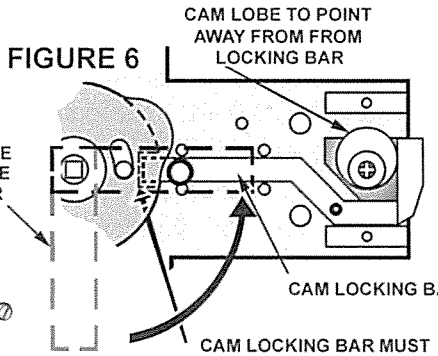

FIGURE 6
15. At this point check the operation of the Cam Locking Bar. Ensure when the outside Lever Handle is moved upwards to the horizontal position, the Cam Locking Bar falls freely into the cut out in the Inner Cam Plate. (Fig. 6)